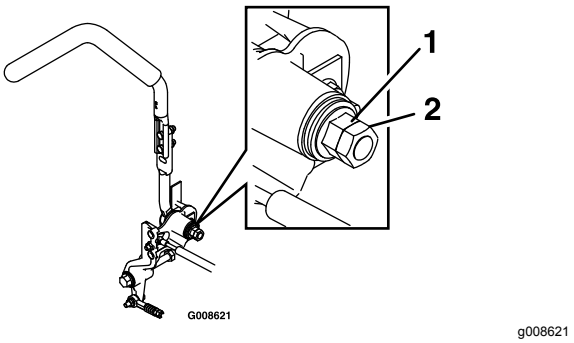

Figur 64
2. Løsn kontramøtrikken (Figur 64).